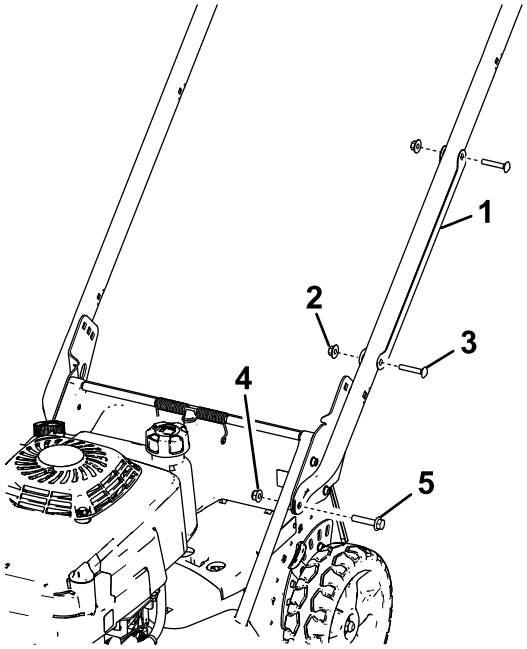

Figur 3
1. Avlägsna kabelskyddet från handtaget (Figur 3) genom att ta bort de två vagnskruvar och två låsmuttrar som håller kabelskyddet på plats.
2. Montera handtagsändarna på klipparkåpan med två sexkantsflänsskruvar (5/16 x 1–1/2 tum) och två flänsmuttrar (5/16 tum) enligt Figur 3.
1. Vagnskruv – 5/16 x 1–1/2 tum (2)
2. Handtagsfäste (2)
3. Flänsmutter – 5/16 tum (2)
7. Placera kabelskyddet på handtaget med **kabeln eller kablarna innanför skyddet**. Fäst skyddet på handtaget med de två vagnsskruvar och två låsmuttrar som du tog bort tidigare (Figur 3).